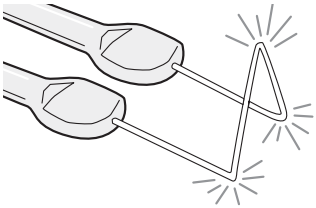

Fig. 13— Filament reformed into bent up loop
1. Create a pipette with an inside diameter (ID) opening of about 0.5μm, and fire polish the tip end. See "Fire Polishing Patch Clamp Pipette or Standard Pipette Tip" on page 15.
2. Select the large filament and form a bent-up loop in the end (Fig. 13).